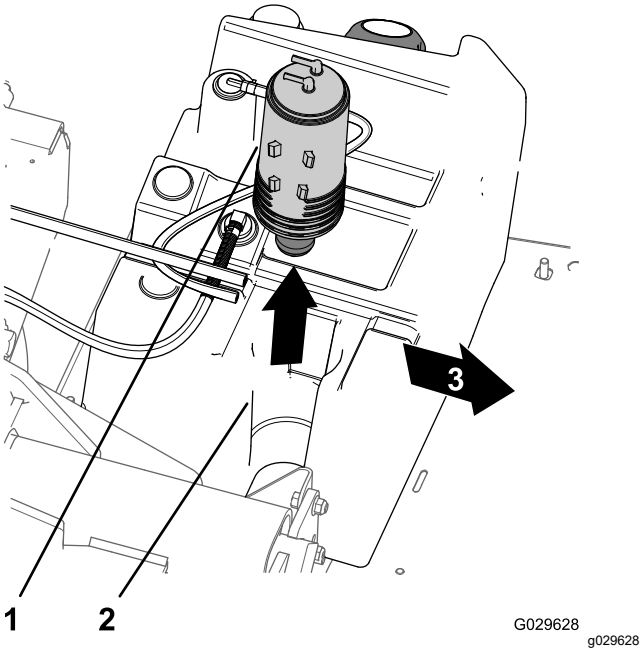

Figur 44
3. Løft kulfilterbeholderen af kulfilterbeholderens montering i brændstoftanken (Figur 44).
7. Sæt den nye kulfilterbeholder ind i kulfilterbeholderens montering på brændstoftanken med tømningsfittings og brændstoftankens fittings justeret bagud (Figur 44).